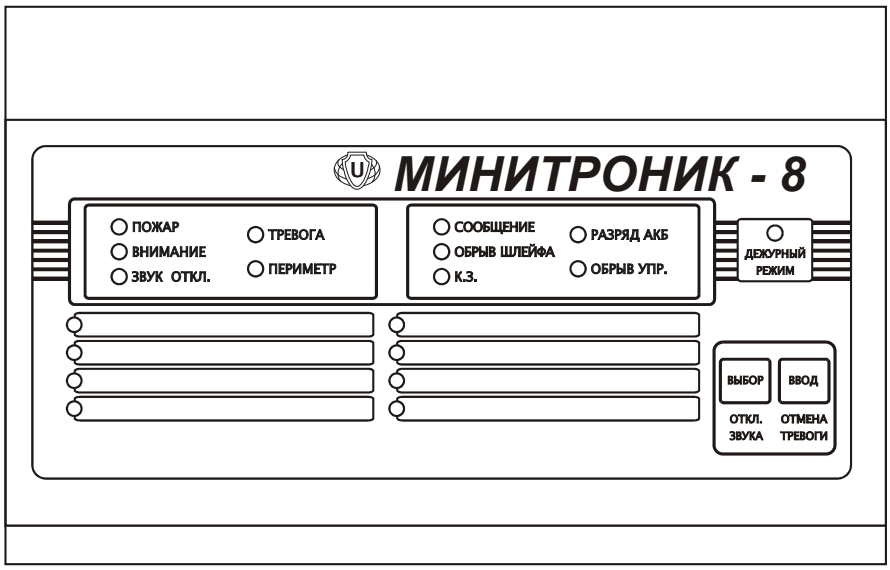

Рис.1. Внешний вид приемно-контрольного охранно-пожарного прибора "Минитроник 8".
5.1.4. На переднюю панель ПКП (рис.1) выведены: